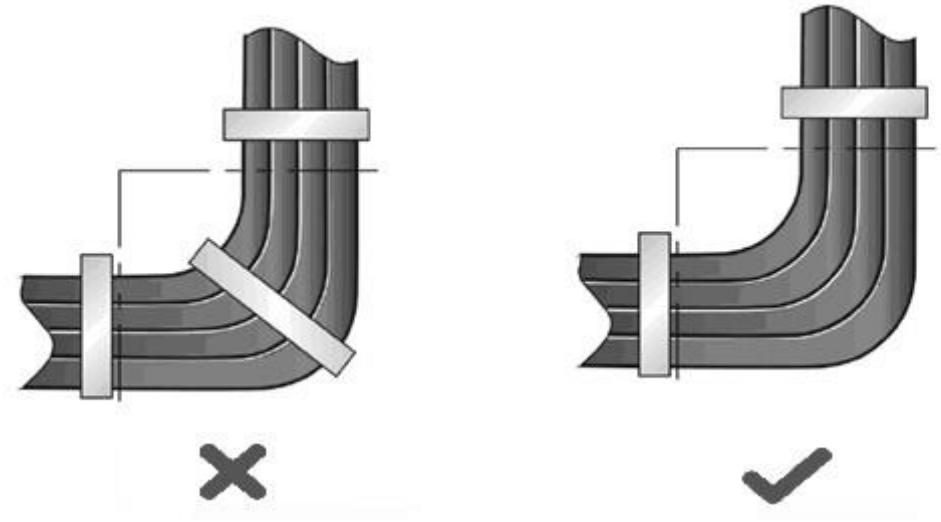

Рисунок 9-3. Стяжка проводов (3)
- Когда вам требуется согнуть кабели, первым делом стяните их. Не сгибайте кабель на месте стяжки. В противном случае, большая нагрузка ложится на кабели и их сердечники могут порваться. (Рисунок 9-3).